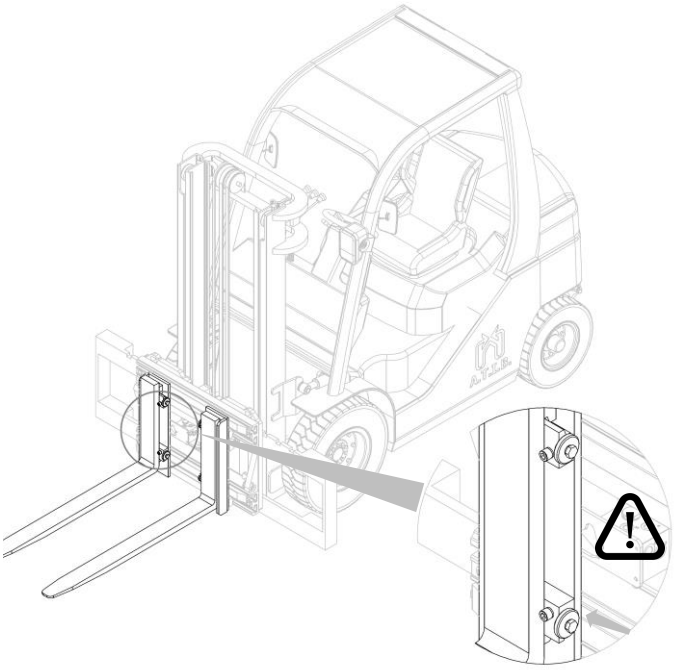

Figura 10
2. Inserte las horquillas y vuelva a apretar los topes (mira *Figura 10*).